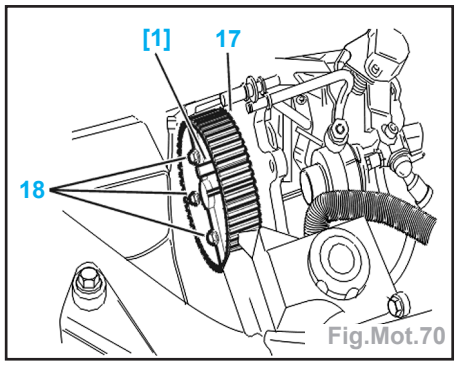

Fig.Mot.70
- Serrer l'écrou (16) à 2,25 daN.m.
- Reposer (Fig.Mot.70) :
- la poulie de pompe à injection (17),
- les 3 vis de fixation (18) (couple de serrage : 2,3 daN.m).